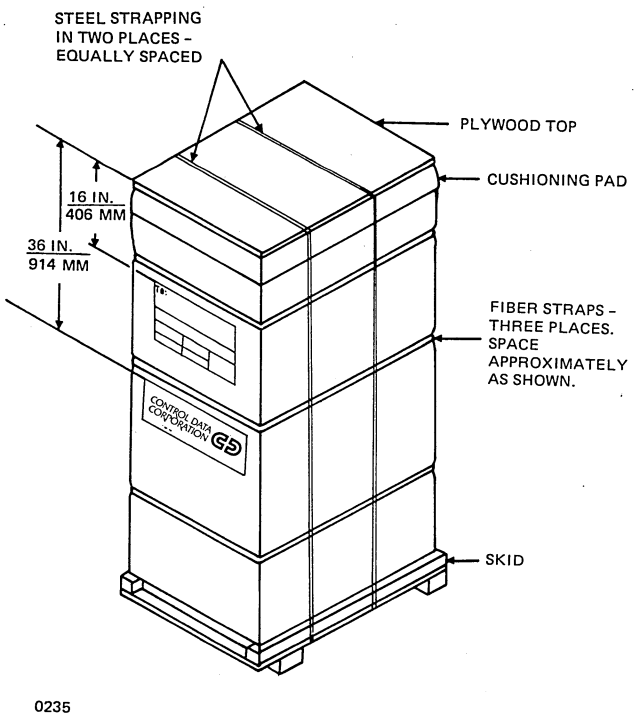

Figure 9-3. Magnetic Tape Transport and Cabinet Crating Diagram
1. Cut the steel banding and remove the plywood top and cushioning pad (figures 9-3 and 9-4).